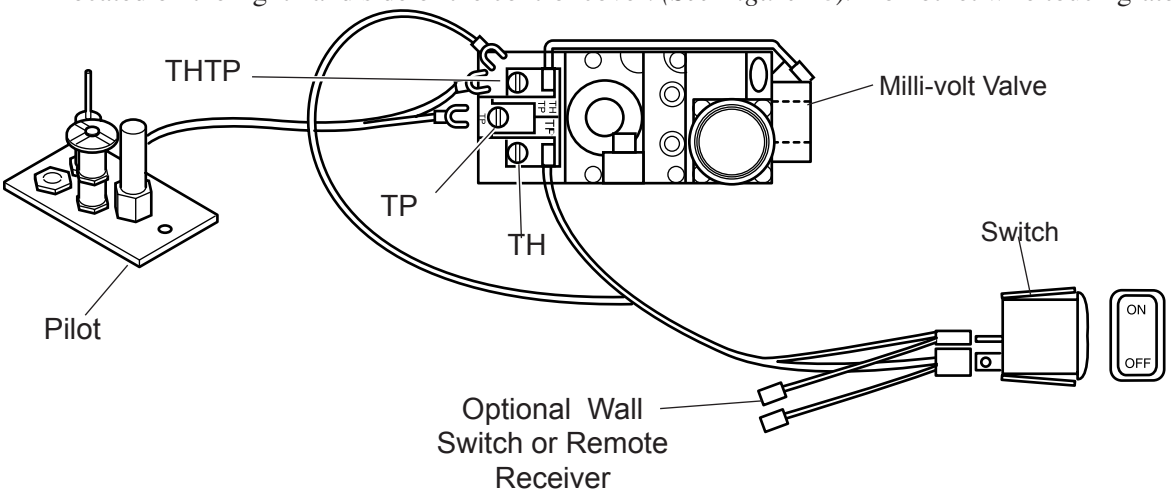

Figure 28 - Millivolt Wiring Diagram
1. Cut wire to length (approximately 5" for placement in the fireplace). Strip back $\frac{1}{4}$" of the insulation from both ends of the wire. Connect two 1/4" spade terminals to one end of the wire. Insert the opposite end of the wire into the receiver wire terminals and tighten the screws. The female terminals should be connected to the factory attached male terminals located on the right hand side of the control cover. *(See Figure 28).* Do not let wire touch grate and/or the burner.